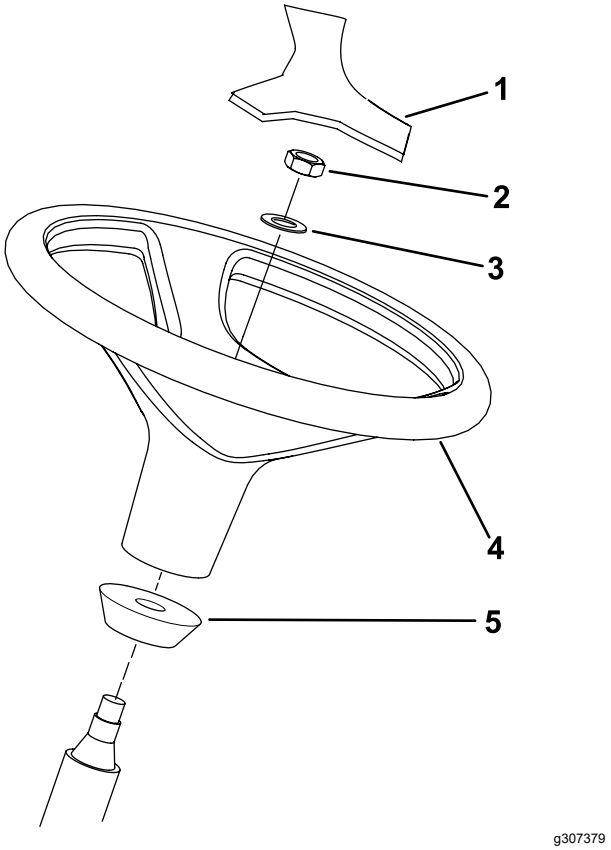

Figuur 13
1. Verwijder het stuurwiel van de transportsteun (Figuur 13).
Opmerking: Controleer of de schuimrubberen kraag op de stuuras zit (Figuur 13).
3. Schuif het stuurwiel en de ring op de stuuras (Figuur 13).
5. Plaats de kap op het stuurwiel (Figuur 13).